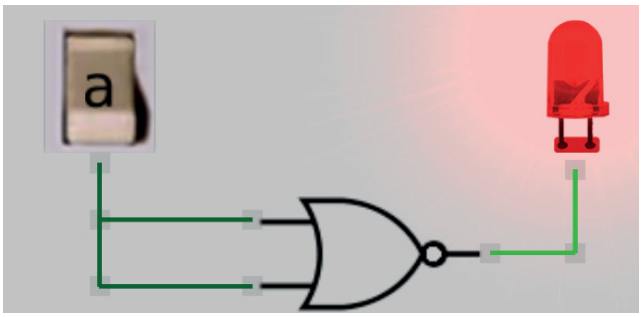
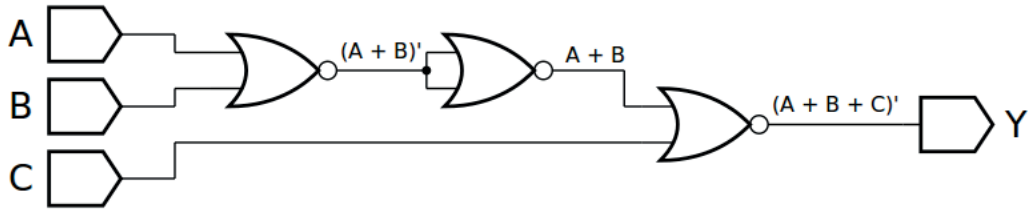
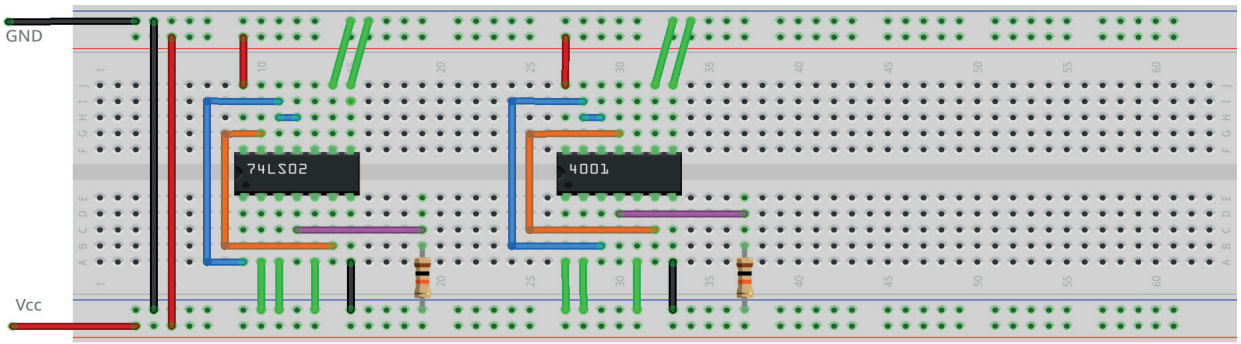
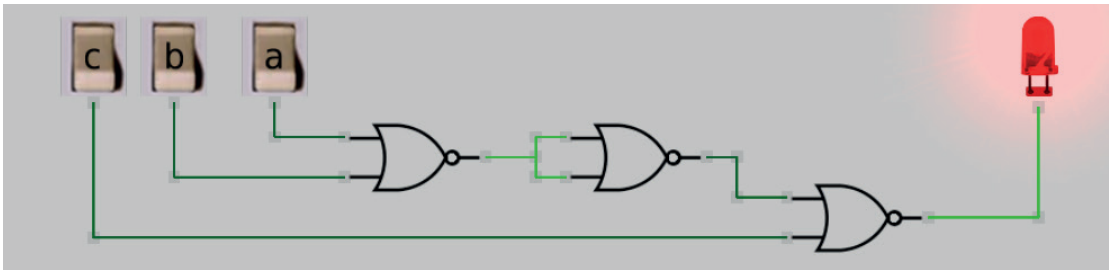

Figura 3.62 – Simulação da porta NOU como inversor no Atanua.
Figura 3.64 – Diagrama esquemático.
Figura 3.65 – Placa de montagem com componentes.
Figura 3.66 – Simulação da porta NOU de 3 entradas no Atanua.
12. Utilizando o software de simulação Atanua, simule a porta NOU (NOR) conforme a figura 3.62. Compare a simulação com a tabela 3.20 e 3.22.
1. Monte o circuito da figura 3.64, conforme mostrado na figura 3.65, na placa de montagem.
d) Conecte os fios verdes. Os fios verdes estão conectados ao terra e portanto fornecendo valor lógico (0) às entradas de todas as portas do CI.
8. Simule, no computador, o circuito da figura 3.62 utilizando os programas SmartSim e Atanua (figura 3.66) e Qucs (figura 3.67). Compare os resultados com a tabela 3.23.
1. A porta OU-EX (XOR) de 2-entradas, figura 3.65, compara dois bits. Se os bits forem diferentes um do outro, a saída será 1 (H). Se os bits forem os mesmos, a saída será 0 (L), conforme a tabela 3.24.
5. O CI TTL7486 e o CI CMOS 4070 contêm quatro portas OU-EX (XOR) de 2 entradas, conforme a figura 3.66.